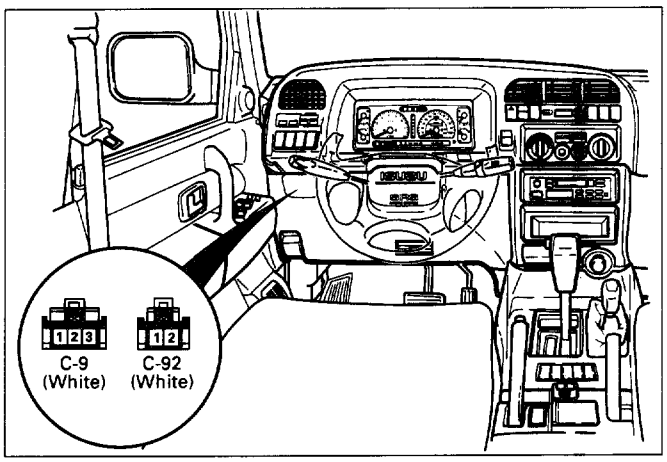

Fig. 7A-8b
(1) This means that connection between the Lamp and the TCM is shorted to ground (Fig. 7A-8c).
(2) Verify if instrument panel terminal 7 of connector I-1 is shorted to ground.
(3) Verify if the TCM connector C-91 terminal C10 is shorted to ground.
(4) Verify that the instrument panel terminal 6 of connector I-1 is connected to Battery.
(5) IF problem solved: GOTO **CHECK TRANS INDICATOR**.